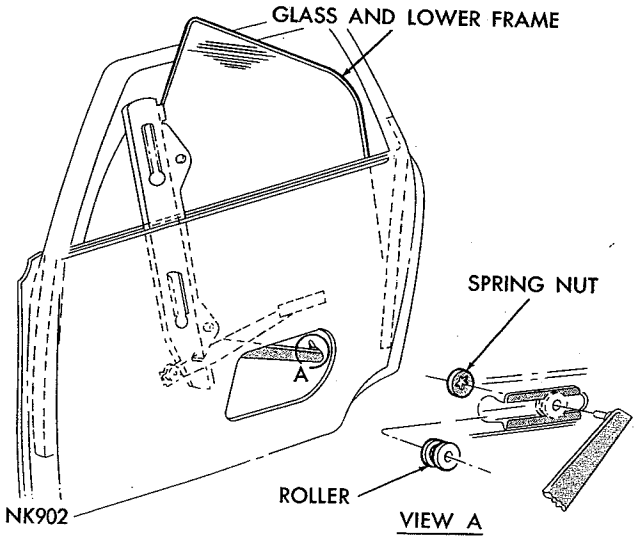

*Fig. 90—Rear Door Glass Replacement*
(1) Remove door inside-handles, trim panel and watershield.
(2) Remove spring nut (Fig. 90) securing rear arm of regulator to glass lower frame.
(3) Remove regulator arm stud from roller in lower glass frame and remove roller.
(4) Rotate glass rearward (Fig. 90) and disengage slot of lower glass frame from roller on front regulator arm.
(5) Remove glass and frame assembly from door.
(6) Before installing glass and frame assembly, lubricate roller areas of frame. The rollers should be inspected for damage or excessive wear.